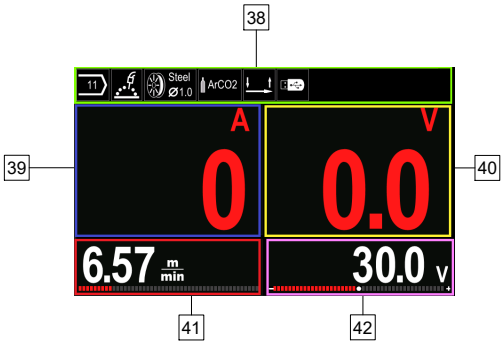
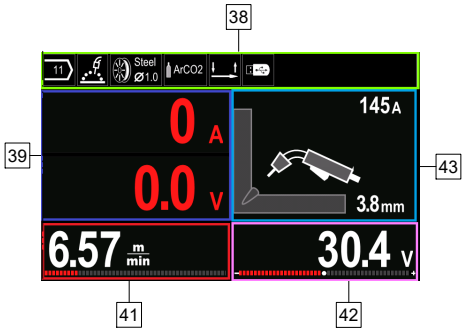

Figura 7.
Figura 8.
- Vista Basic (Figura 7.)
- Vista PRO (Figura 8.)
- Seleccione una de las vistas (Basic – Figura 7 o PRO – Figura 8).